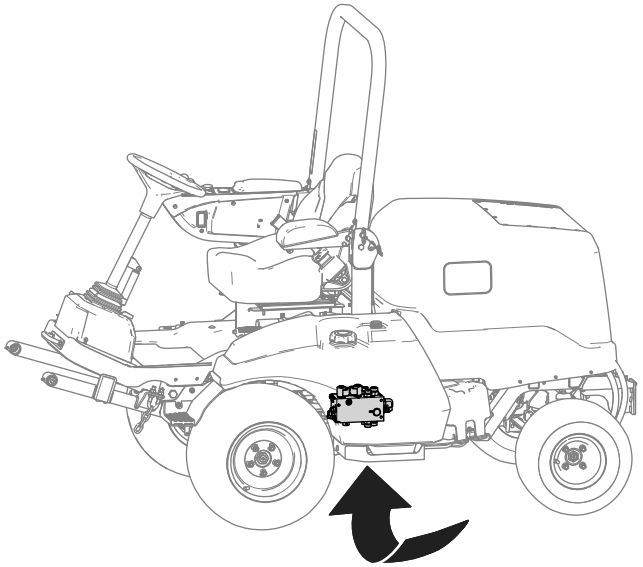

**Bild 20**
3. Suchen Sie den Hubverteiler unter der Maschine (Bild 20).